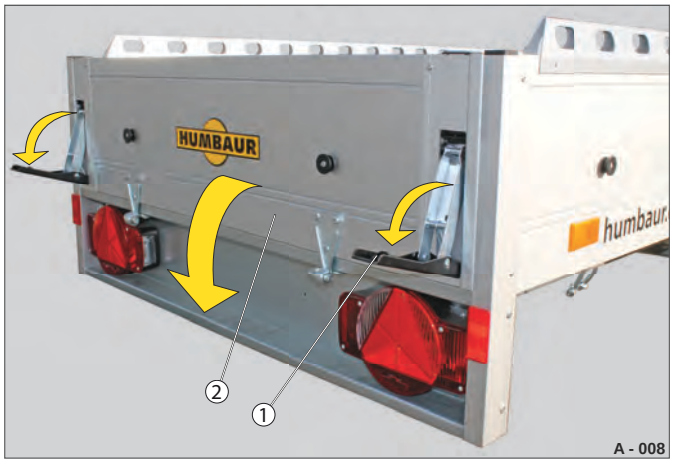

Fig. 11 Åbning af kantplade (f.eks. STARTRAILER)
▶ Lås lukkeanordningerne (Fig. 11 /1) op.
- Hold kantpladen (Fig. 11 /2) fast med den ene hånd.